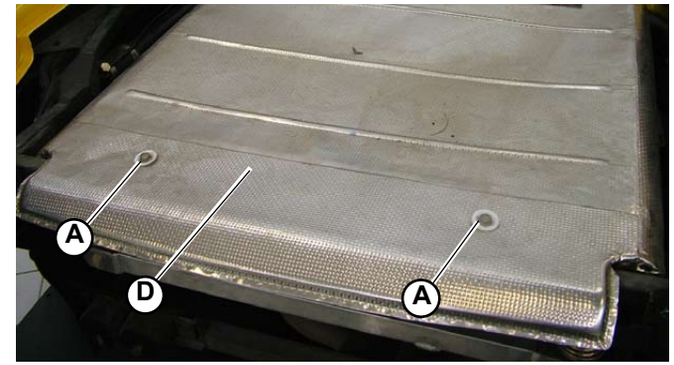

Fig.2
1. Unscrew the 2 screws (**A-Fig.2**) on the guard above the silencer.
3. Remove the silencer guard (**D-Fig.2**).